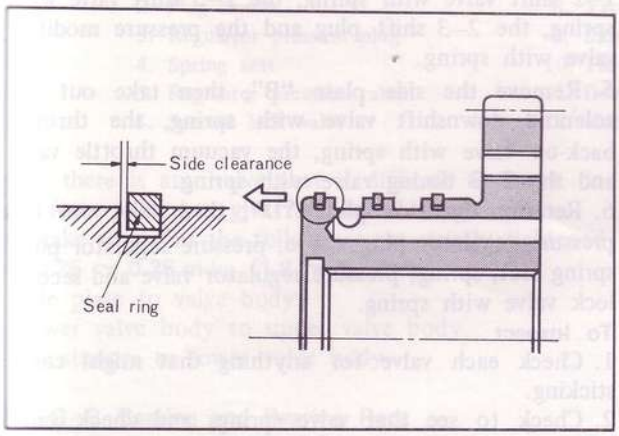

Fig. 7A–38 Clearance of oil seal ring
3. Check the side clearance between the sealing and gloove as shown in Fig. 7A–38. The standard clearance is **0.04 ~ 0.16 mm (0.002 ~ 0.006 in)**. When disassembling the seal ring, squeeze it up so that its joint will rise above the groove, and disconnect the joint.